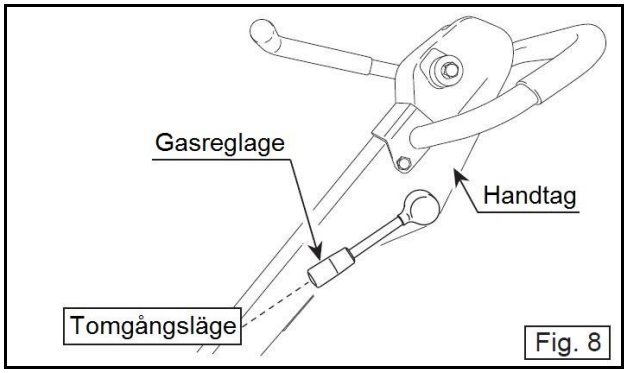

Fig. 8
3. För gasreglaget till tomgångsläget. (Fig. 8)